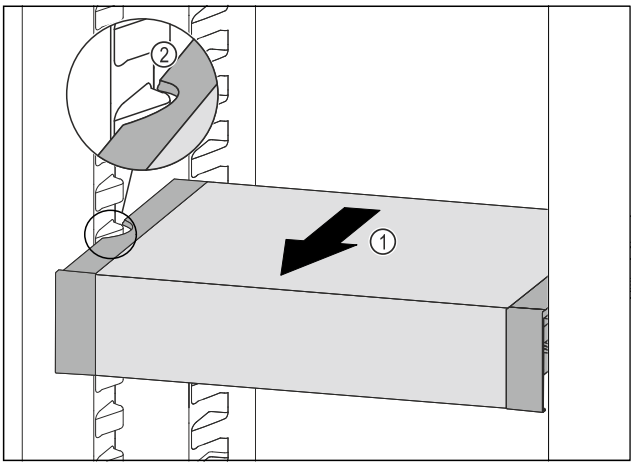

Fig. 132
▶ Trageți în față VarioSafe *Fig. 132 (1)*, până când degajările laterale ale VarioSafe se află la înălțimea nervurii recipientului din frigider. *Fig. 132 (2)*